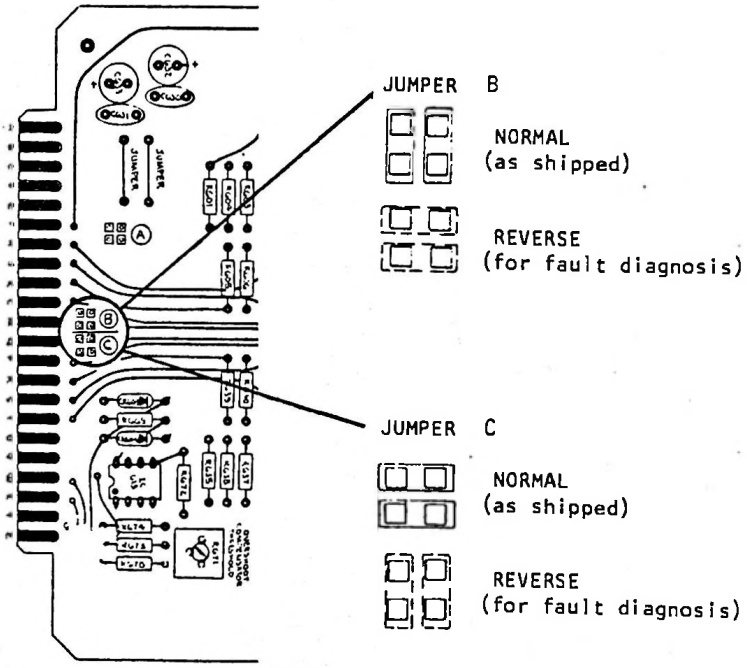

Fig. 2-2: Jumper Positions, OPTIMOD-FM Card #6
c) Remove Card #6. Move the two links at jumper C to jumper B (see Fig. 2-2). DO NOT MOVE jumper A. Reinstall Card #6.